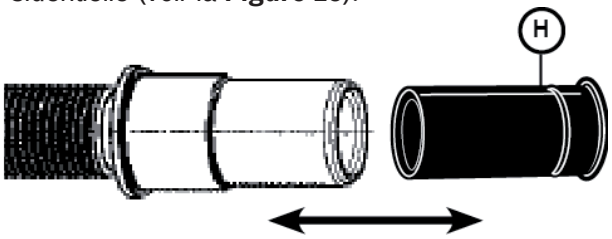

Figure 14
2. Utiliser la bride à ressort de l'adaptateur (H) de tuyau de vidange en caoutchouc qui se trouve dans le nécessaire d'installation du lave-vaisselle (**ne pas utiliser des pièces de substitution**).
3. Introduire le tuyau de vidange du lave-vaisselle dans l'extrémité du tuyau d'évacuation (voir la **Figure 14**). Veiller à bien enfoncer le tuyau de vidange.